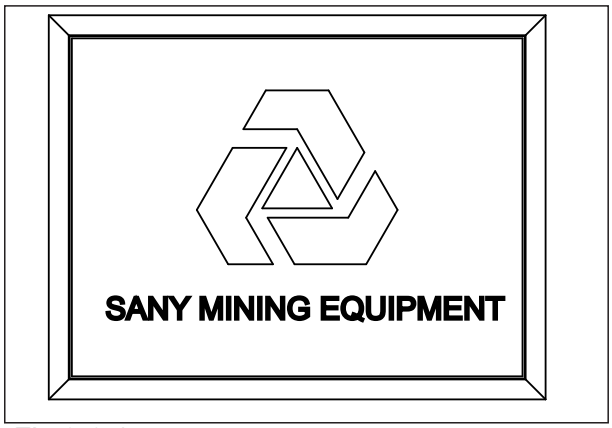

Fig 3-3.1
1. Turn on power supply, start the key switch tol, the display shows "sany " boot screen(see fig3-3.1), and all of the signal indicators are applied, 3 seconds after the display shows work interface, the lights go out at the same time.